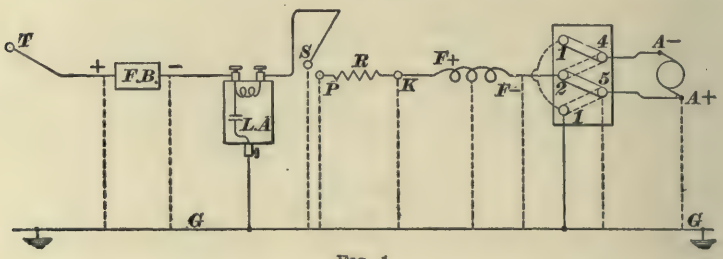
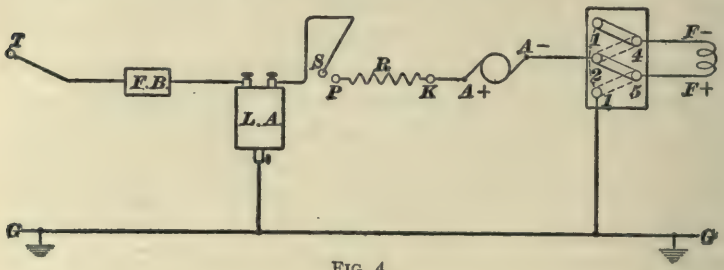

FIG. 1.
FIG. 4.
**1.** The effects to be expected should a ground occur anywhere between *T* and *A*+ on the motor connections shown in Fig. 1, were considered in *Car Equipment*, Part 3. The diagram is here reproduced for convenience. It was also shown that the effects resulting from a ground at any point between these letters are very similar. The position of such a ground can be still further located by the action of the car when the reverse switch is thrown to the dotted position. If the ground takes place between the rheostat and post *5* on the reverse switch (that is, on the rheostat itself, on the field coil, on the three-point part of the reverse switch, or on any wire connecting these devices), no matter in what position the blades of the reverse switch may be put, it will be impossible to move the car, because throwing the reverse switch does not alter the position of the grounded part. The fault does not, in this case, move with the reverse switch, so that, whatever may be the position of the latter, the current still takes the short path to earth through the
The reason the car will back up but will not go ahead, when a fault occurs at any of the points named, is this: For either position of the reverse switch, one side or the other of the armature is grounded by means of the ground wire running to posts *1*, *1*, which are connected as shown by the dotted line. In the position shown in Fig. 1, the ground wire is connected, by means of posts *1*, *1* and the switch blade *1–4*, to post *4*, which connects to the upper side of the armature. When a fault occurs at $A+$ or post *5*, the result is to put a ground on both sides of the armature, thereby short-circuiting it, so that it cannot get any current with which to move the car. In other words, the intentional ground or permanent ground is on one side of the armature, and the accidental ground or fault is on the other side. If the reverse switch is thrown over to the back-up or dotted position, the effect is to throw the permanent ground to the lower *1* post, instead of the upper *1* post, with the result that the permanent and accidental grounds are put on the
**5. Grounds in Armature.**—In connection with Fig. 1, the effects of all grounds possible to occur anywhere from the trolley wheel $T$ to the positive side of the armature $A+$, inclusive, have been considered. Now, if a ground takes place within the winding of the armature itself, the symptoms are very different. Since the armature turns round, any ground that occurs on it turns round also, and constantly
**7.** Now, to sum up the various results of grounds considered in connection with Fig. 1. It must be borne in mind that a single-motor equipment is much more helpless in time of trouble than a double-motor equipment, because in the latter there is always one motor to run on. However, in connection with the single-motor car, there are a few things that can happen that need not make the car helpless, but they are apt to do so unless the motorman knows his business. Of course, for the present, only troubles due to grounds are to be talked about. If a car for no apparent reason loses the power, it may be due to any one of several causes: the line may be dead; the rail may be dusty; the pole may be off; or the main-motor fuse may be blown. Without going into the details of these several conditions, we will suppose that an inspection shows that a fuse has blown. Sometimes fuses blow because they are old or because they have become loose in their fastenings, but in this particular case we will suppose the fuse to be blown because of a ground.
*Ground on Reverse Switch.*—If a ground occurs on the reverse switch, or on any wire running to the three-point part of it, make a careful inspection to see if the fault can be removed by lifting, tying up, or changing the path of the wire that is giving the trouble. If the fault is on the switch itself and cannot be removed, the switch may be cut out as follows: Disconnect wires *F*— 2, and *A*+ 5, Fig. 1, and connect them together; when this is done, the reverse switch is, of course, useless, and the car cannot be made to back up, but it will go ahead all right, and should be run to the house and its condition reported.
the field leads should be renewed. The current now enters the armature at the top brush holder, Fig. 1, instead of at the bottom brush holder, with the result that the car will run only in the forward direction, and can be run to the house. It must, of course, be borne in mind that when any change, such as the above two, is made, the car cannot be reversed; and the motorman, having only his brake to fall back on, in case of an accident, must run with great care and always keep his car under perfect control. It should be almost unnecessary to say that the above changes are temporary ones, made just to enable the car to run to the house.
**9.** Fig. 4 is the same as Fig. 1, except that the field is next to the ground and a shunt or loop cannot be conveniently used in conjunction with the rheostat. Up to point $K$, the effect of a ground is about the same as when the armature is next to the ground, and the means of helping the car out are also the same. A ground in the armature itself, or, in fact, anywhere on the circuit between $A+$ and $F+$, will cause more violent effects, and be apt to do more damage, on account of the resulting fireworks, than it would